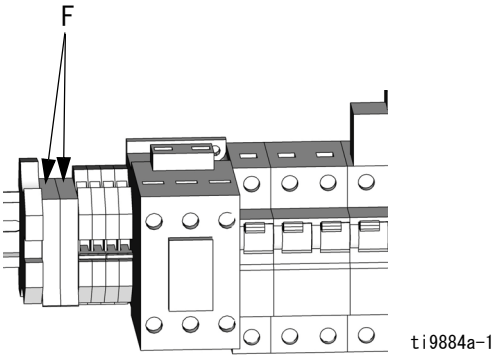

**図 7. ファンのヒューズ**
3. ブレーカモジュールの左にあるヒューズ (F) を点検します。図 7 を参照してください。ヒューズが切れている場合は取り替えます。正常なら手順 4 に進みます。
4. 電気回路図を参照してください。ヒューズ (F) からファンワイヤを外します。